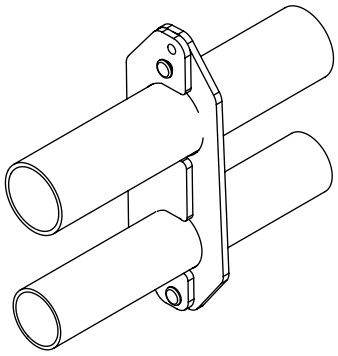

Figure 6: Top closed
2. Fit other bracket half over pipes and snap in second rivet as shown in figure 6 to the right. Be sure to place rivet in correct hole, see below.